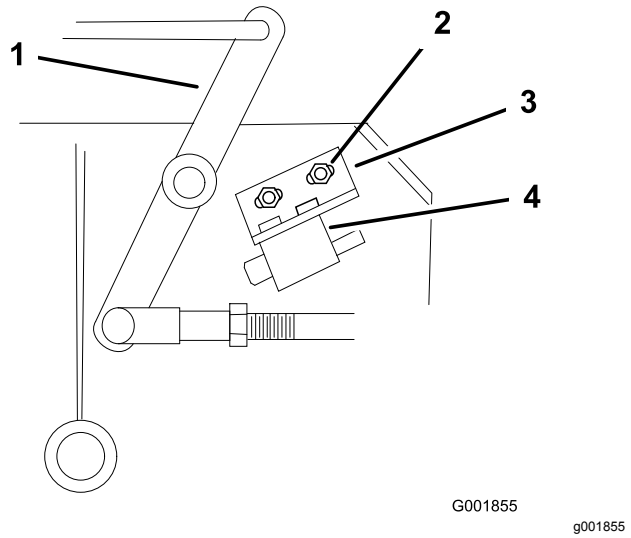

**Figur 51**
4. Justera vid behov knivsäkerhetsbrytaren genom att lossa skruvarna som håller brytarfästet på plats (Figur 51).
Kontrollera att vinkelhävarmen **inte** vidrör brytarstommen eftersom det kan skada brytaren (Figur 51).